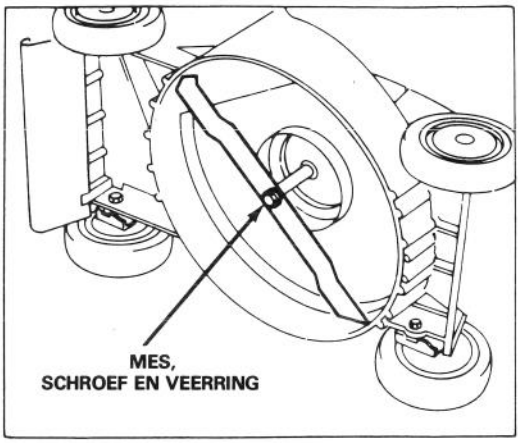

Afbeelding 13
2. Zet de maaier op de rechterzijde (Afb. 13).
3. Zet de maaier op de linkerzijde (Afb. 13). Pas op dat u het mes niet roteert. Dit kan tot problemen bij het starten leiden.
5. VERWIJDEREN VAN HET MES — Pak het mesuiteinde met een doek of dikke gewatteerde handschoen. Verwijder de messchroef en het mes (Afb. 13).